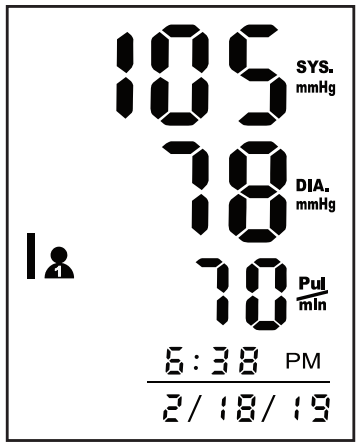

Fig. 3
5. Cuando la medición esté completa, el brazalete se desinflará automáticamente, y los resultados de la medición de su presión arterial y lectura del pulso aparecerán en la pantalla, Fig 3.